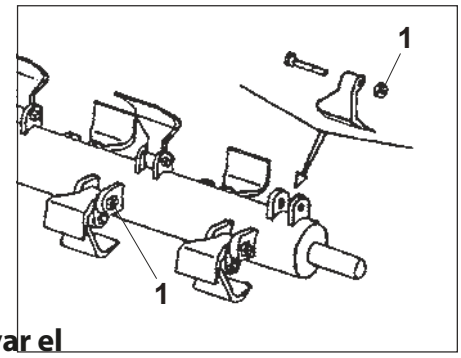

Fig. 11
- **Quitar la tuerca 1** (Fig. 11) del perno que fija el martillo gastado, prestando atención, en la fase de montaje, de volver a posicionar el martillo nuevo en la misma posición;